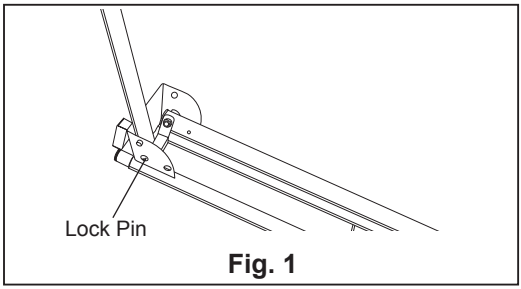

Fig. 1
1. Coloque la cara superior del soporte sobre el suelo con las patas plegadas arriba. Presione el pasador de bloqueo de la pata y gire la pata hacia arriba hasta que el pasador de bloqueo encaje en posición. (Ver Fig. 1)